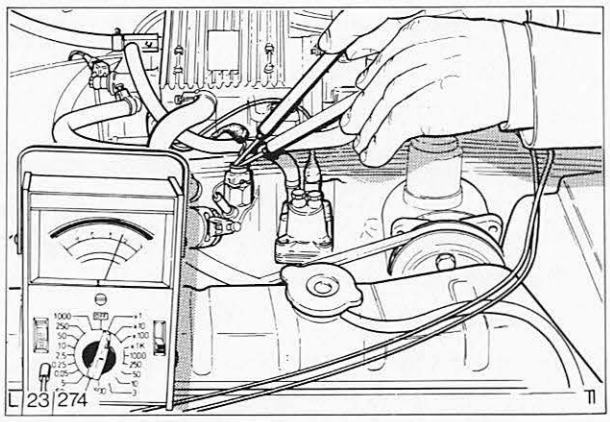

Abb. 61 Spannungsprüfung – Thermozeitschalter
d) Isolierung des angeschlossenen Steckers zurückziehen und während des Anlassens Spannung am Stecker prüfen, Abb. 61.